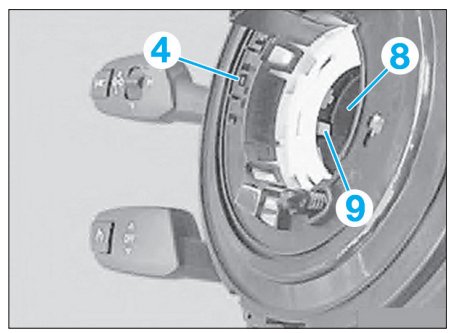

Fig. 13
- Mettre en place le contacteur tournant (4) de façon à ce que le guide (9) glisse exactement dans l'encoche correspondante du support des commodos (8) **(Fig.13)**.